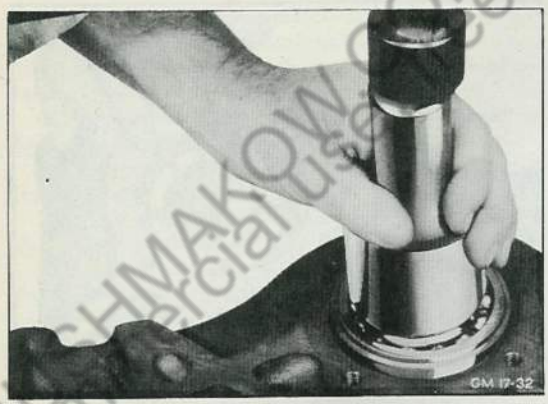

Fig. 7 Drive Shaft Bearings Are Installed with Replacer As Shown
1. Replace thick spacer (75) and front bearing (74) (N.D. 41308-CS-7) on shaft (76), if they have been removed, using arbor press if necessary. Replace locking plate (73) and nut (72) holding bearing to shaft and tighten nut securely. Bend tang of locking plate (73) over flat of nut.
2. Replace speedometer gear (71) on front end of idler shaft (76), using arbor press.
3. Insert idler shaft (76) through opening in front of case and assemble constant mesh gear (77) (R. H. helix with 27 external and 17 internal teeth), low speed gear (78) and rear helical gear (79) (R. H. helix with 25 external and 15 internal teeth) as shaft is pushed to rear until front bearing (74) is located in case.
4. Replace spacer and dowel pin (80) through opening in rear of case. Dowel pin must enter slot in shaft (76) and notch in gear (79).
5. Support front end of shaft on block of wood as rear bearing (81) (N.D. 51308-XS-7), with snap ring toward rear, is driven into case with bearing replacing tool in manner illustrated in Fig. 7.
6. Replace locking plate (82) and nut (83) on rear of shaft, tighten nut securely, using 2" socket wrench. Bend tang of lock plate (82) over flat of nut.
7. Install front cap (67), using new gasket (70) under cap. Install and tighten cap screws, using new lockwashers under head of screws.
8. Replace speedometer driven gear (68) and retainer (69) in cap (67). Teeth of speedometer gear should be lubricated before installing. Tighten driven gear retainer (69) in cap, using 7/8" open wrench.
1. Replace inner race of straight roller bearing (36) on rear end of shaft (33), using arbor press if necessary.
2. Install thin spacer (30) over forward end of mainshaft, placing spacer against shoulder of splines.
3. Coat inner surface of helical gear (29) (L. H. helix with 27 external and 15 internal teeth) with cup grease, and install on mainshaft with internal teeth of gear (29) towards rear of case.
4. Install 32 roller bearings (34) between gear (29) and mainshaft (33).
5. Install thick spacer (28) on mainshaft.
6. Install sliding gear (31) over splines of mainshaft, making sure shift fork groove is towards rear of case.
8. Support rear of shaft on block of wood as front bearing (25) (N.D. 41308-XS-7) with snap ring toward front is installed, using bearing replacing tool as illustrated in Fig. 7.
9. Install front bearing cap (23) with oil seal, using new gasket (24) under cap. Install and tighten cap screws, using new lockwashers under head of screws.